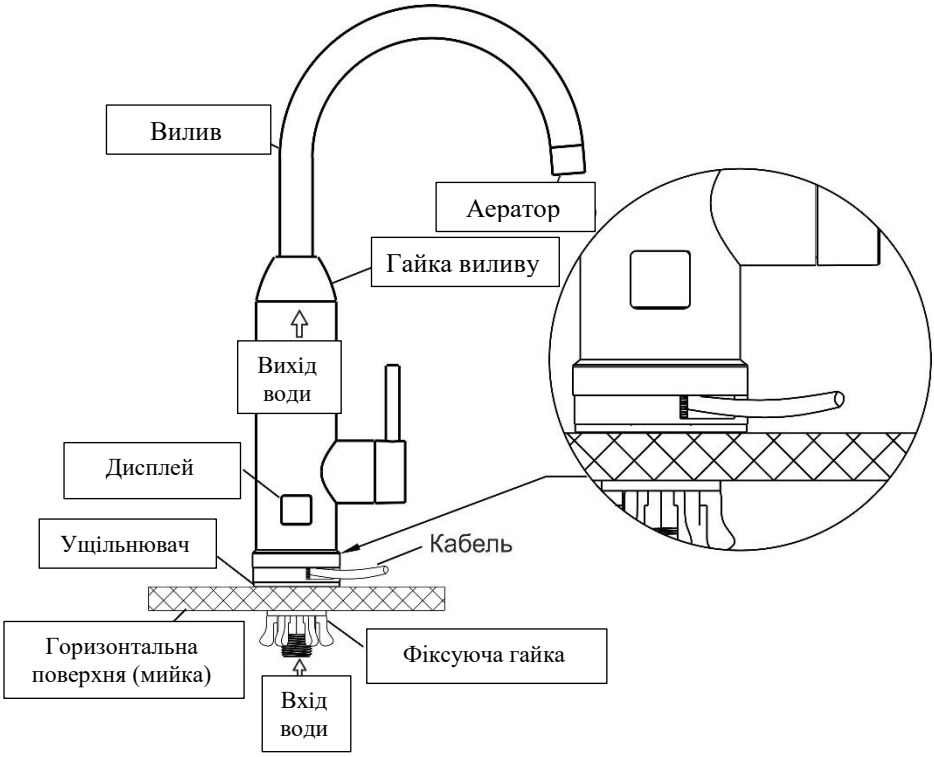
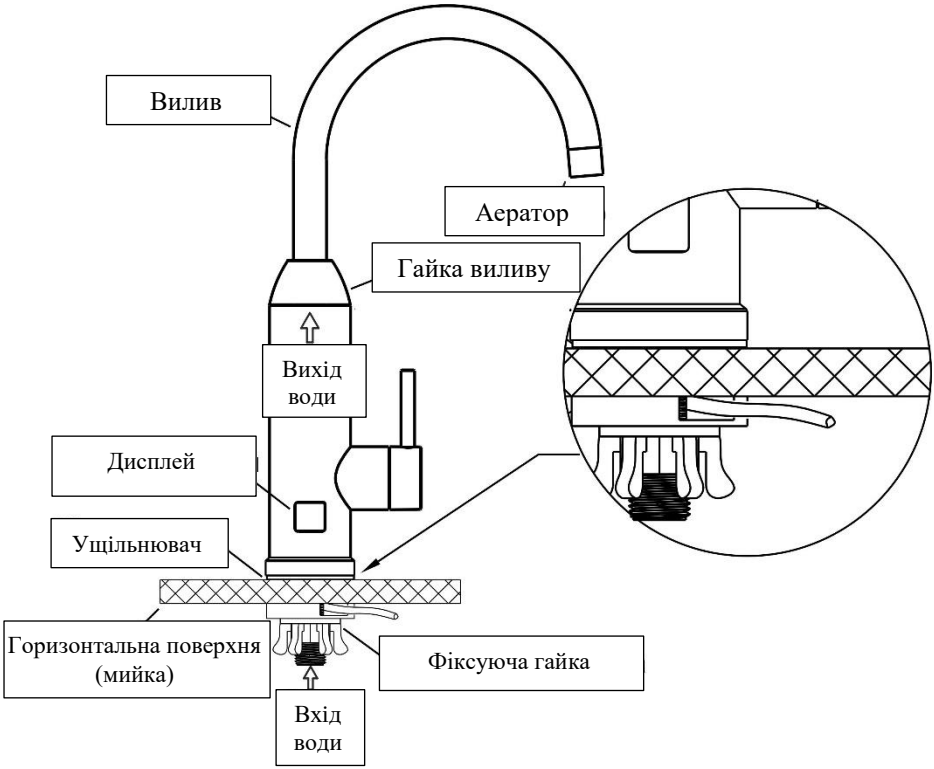

Рис. 1. Встановлення з виведенням кабелю живлення над мийкою
Рис. 2. Встановлення з виведенням кабелю живлення під мийкою
2. Встановіть ПЕВН на мийку відповідно до вибраного варіанта встановлення, дотримуючись схеми на рис. 1 або рис. 2.